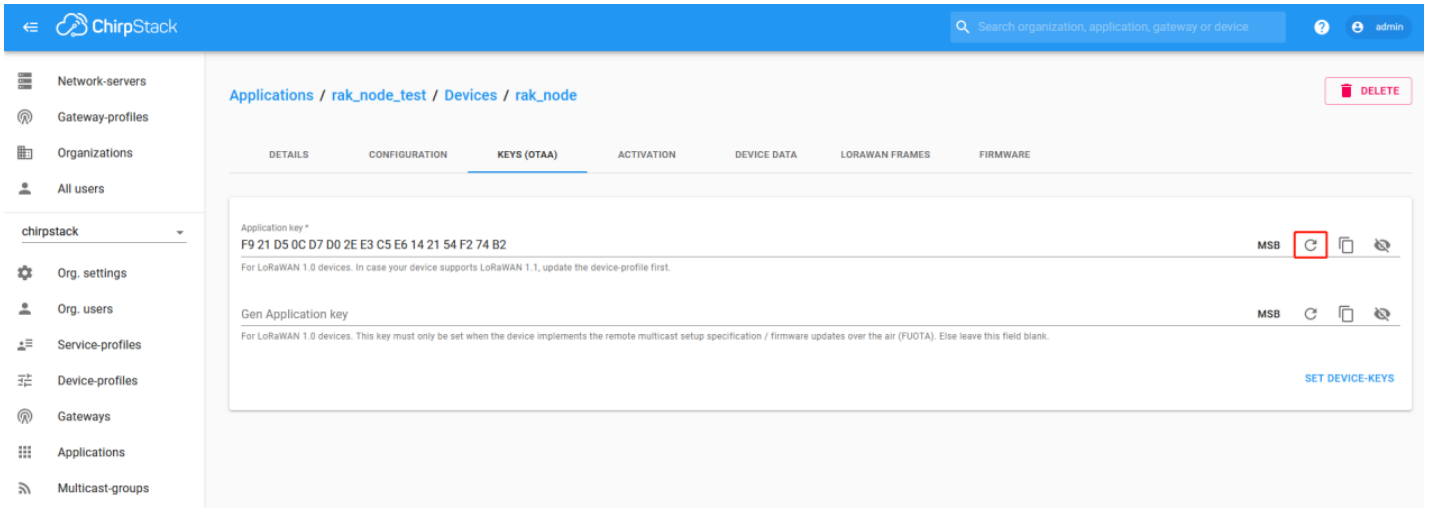

Figure 35: Chirpstack OTAA Set Device Keys
2. A previously created Application Key can be entered here, or a new one can be generated automatically by clicking the icon highlighted in red in Figure 35.